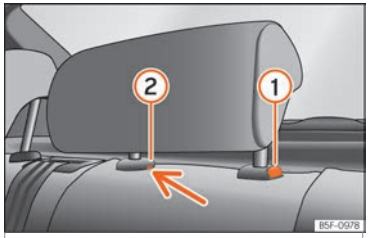

Fig. 159 Rear centre head restraint: release point.
– To set the head restraint lower down, press the ① ››› Fig. 159 button and move it downwards.
– Press button ① ››› Fig. 159, while simultaneously pressing on the security hole ② ››› Fig. 159 with a flat screwdriver a maximum of 5 mm wide, and remove the head restraint.